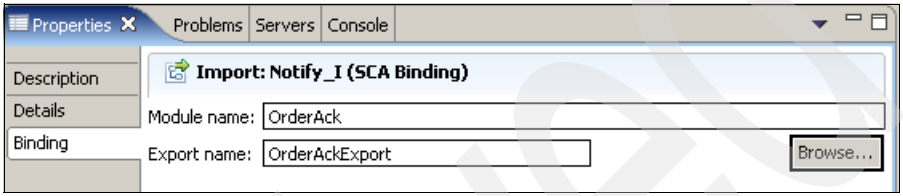

Figure 10-92 SCA Export Selection panel
d. In the SCA Export Selection panel (Figure 10-92), for Export name, select **OrderAckExport**.